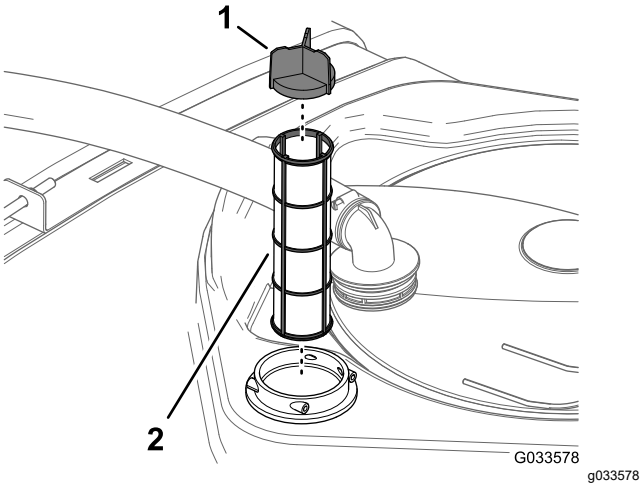

Figura 30
4. Puxe o filtro de sucção para fora do compartimento do filtro no tanque (Figura 30).